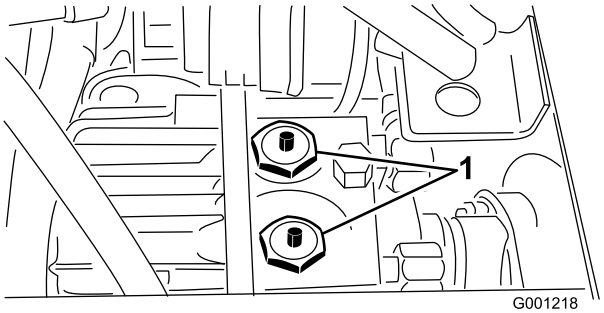

Figur 33
2. Tryck på och håll ned sprintarna som finns i mitten av de två backventilerna ovanpå transmissionen (Figur 33) medan du knuffar eller bogserar maskinen. I Figur 33 är sätet och sätets fästplatta borttagna.